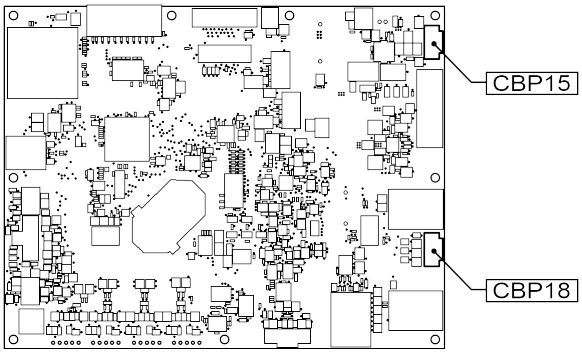

Figure 13
10. À l'aide du faisceau de câblage inclus avec l'imprimante, branchez-vous au panneau de contrôle de la manière illustrée à la Figure 13. Les fils sont étiquetés avec les étiquettes respectives pour le connecteur.